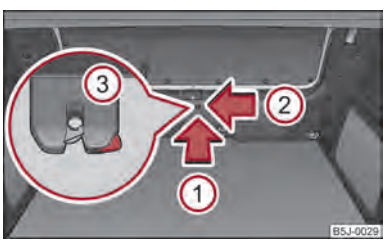

Fig. 16 Sbloccaggio di emergenza del portellone bagagliaio
– Introdurre un cacciavite o un attrezzo simile nell'apertura del rivestimento nel senso indicato dalla freccia ① ⇒ fig. 16 fino all'arresto.
– Sbloccare la serratura ③ sotto il rivestimento nel senso indicato dalla freccia ②.